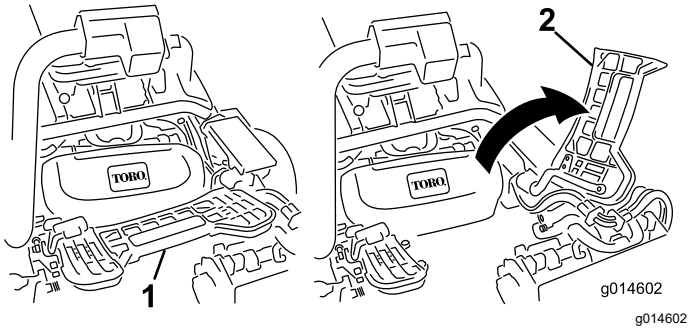

Figur 46
1. Lyft upp fotstödet och fäll upp det så att du kommer åt den mittersta klippenheten (Figur 46).